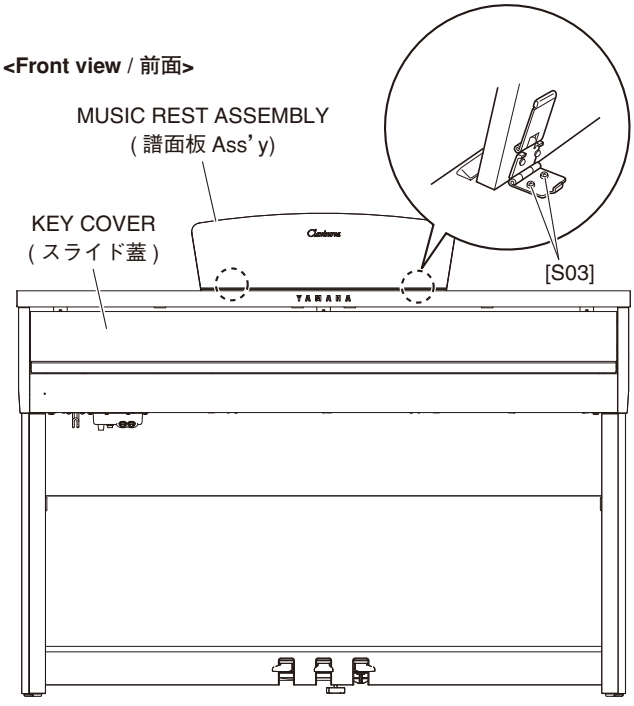

Fig. 1（図 1）
1-1. Remove the four (4) screws marked [S03]. The music rest assembly can then be removed. (Fig. 1)
1-1. [S03] のネジ 4 本を外し、譜面板 Ass'y を外します。（図 1）